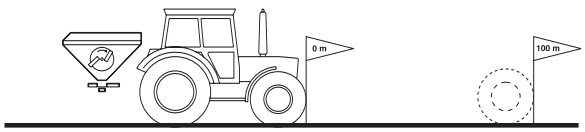

Fig. 13
1. On the field, measure out a calibration distance of exactly 100 m. Mark the start and end point of the calibration distance (Fig. 13).